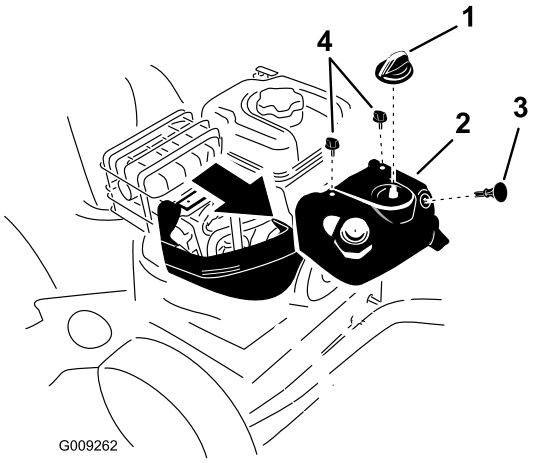

Figur 51
Bemærk: For at få adgang til tændrøret skal du først fjerne den øverste snehjelm (Figur 51).
1. Fjern chokerhåndtaget og tændingsnøglen (Figur 51).
2. Fjern de to skruer, der fastgør den øverste snehjelm på sneslyngen (Figur 51).